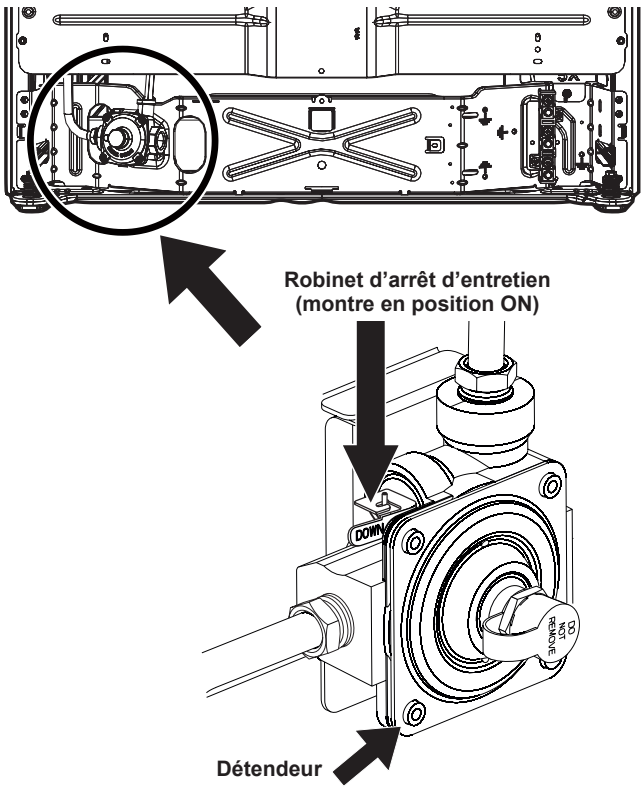

Fig. 11
f. **Vérifiez que le robinet d'arrêt d'entretien qui se trouve sur le détendeur est bien en position « ON »** (marche) (voir Fig. 11).